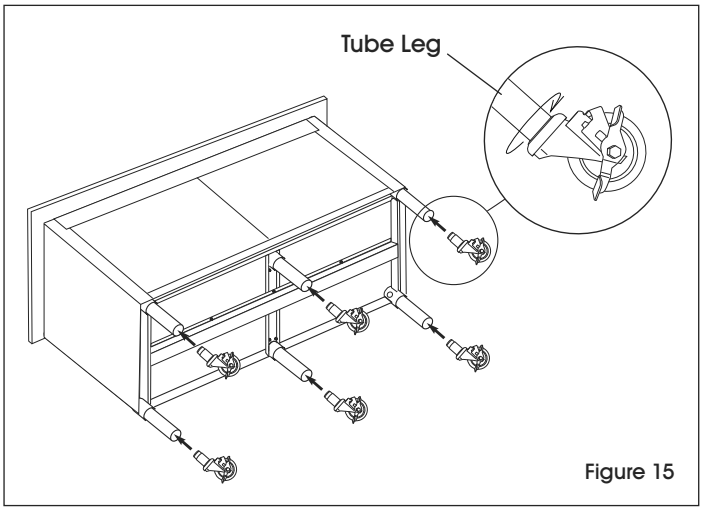

Figure 15
4. With caster fully inserted into the leg, turn clockwise until caster is secured to tube leg. (See Figure 15)